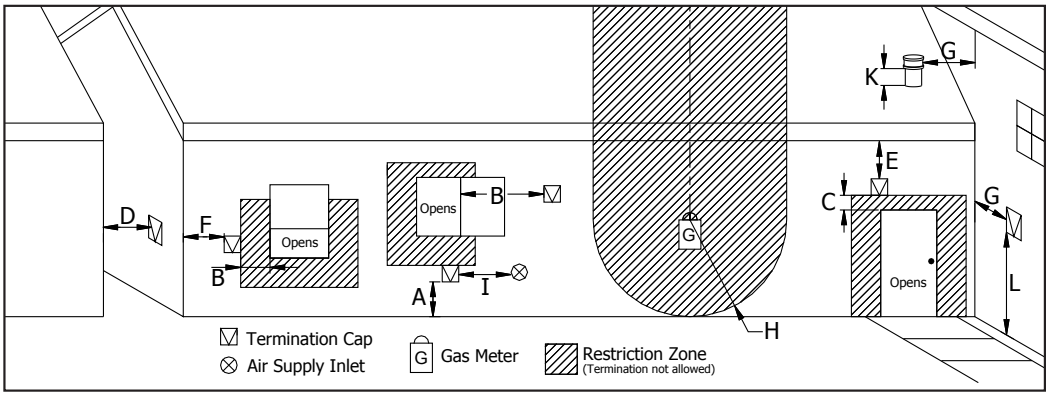

**Figure 5: Use in conjunction with Table 1 for allowable exterior vent termination locations.**
**Table 1: Use in conjunction with Figure 5 for allowable exterior vent termination locations.**